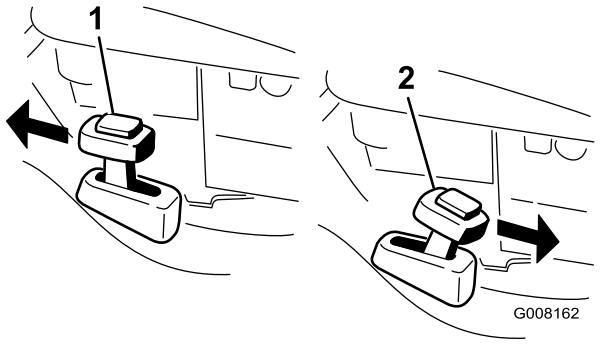

Figuur 19
2. Druk op de knop op de hendel voor recycling/opvangen en zet de hendel in de **recycling** modus (Figuur 19).
2. Om het maaisel op te vangen, moet u de grasvanger monteren (zie Montage van de grasvanger). Druk op de knop op de hendel voor recycling/opvangen en zet de hendel in de **opvang** modus (Figuur 19).
Opmerking: De hendel voor recyclen/opvangen moet in de **opvang** modus (Figuur 19) staan.